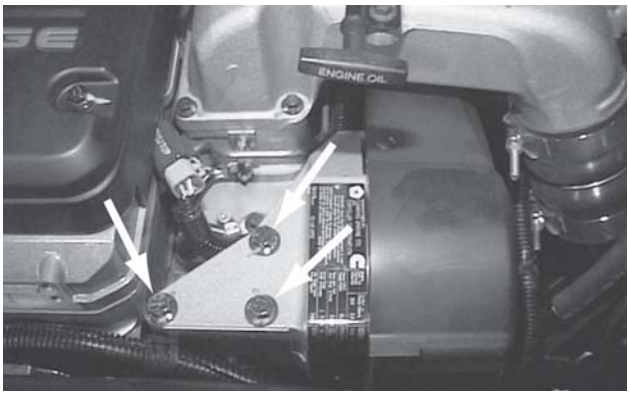

Fig. 12b
a. Reinstall the Throttle Position Sensor assembly. See figure 12b.
b. Torque the three (3) cap screws to 48 N.m (35 ft lbs).